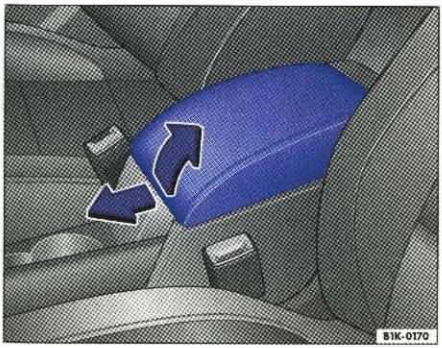

Rys. 65 Środkowy podłokietnik z przodu
– Środkowy podłokietnik podnosić stopniowo w kierunku strzałki ⇒ rys. 65, aż osiągnie wymagane położenie.